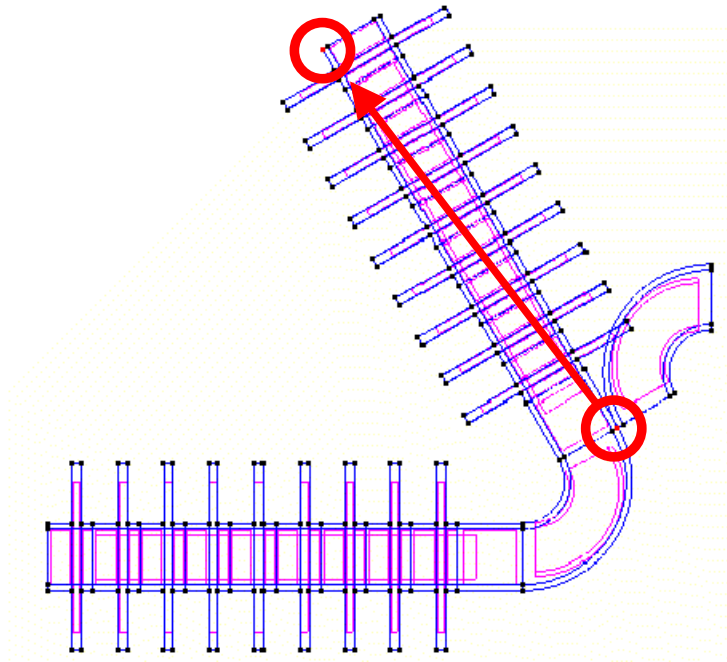

Figure 19. The circled points define the translation vector.
3. In the **Move** window, select **Surfaces** and **Translation**. The points defining the translation vector are circled in Figure 19.